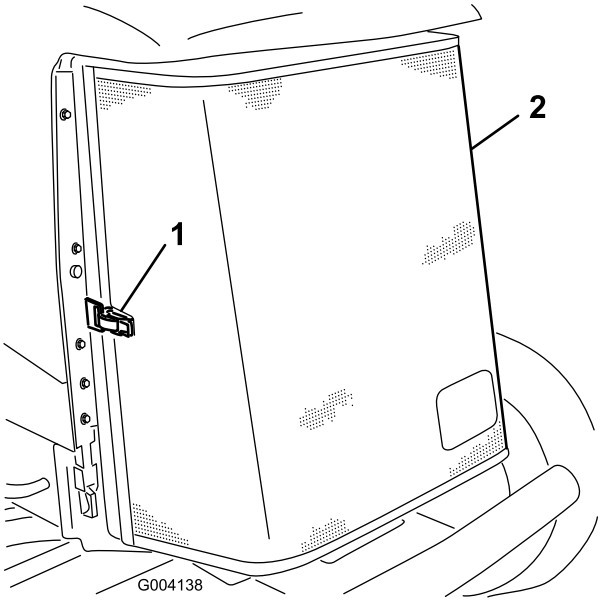

Figur 64
3. Lås klemmen op, og drej kølergitteret for at åbne det (Figur 64).